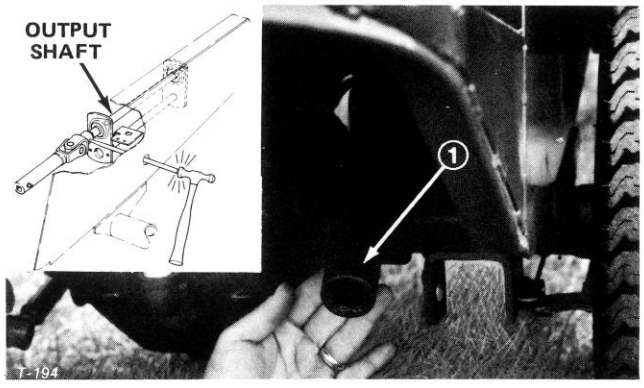

Figure 27
2. Remove five wheel nuts and slide left wheel off axle to expose access hole inside of chassis (Fig. 27).
3. Push PTO lever forward until pulley and brake disengage. Align hole in PTO shaft with hole in chassis (Fig. 27).
4. Through access hole in chassis, drive roll pin out of PTO shaft and output shaft with pin punch and ball peen hammer (Fig. 27).